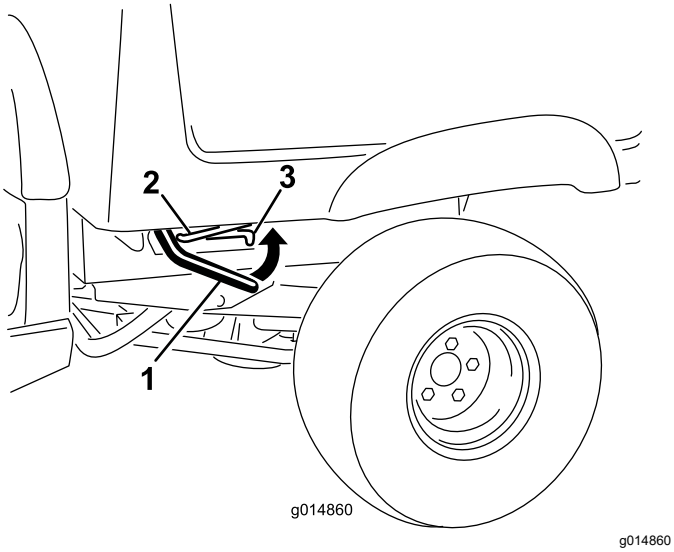

Figur 12
1. Løft grebet på hver side af ladet, og løft ladet op (Figur 12).
1. Hæv ladet en anelse ved at løfte låsegrebet op (Figur 12).